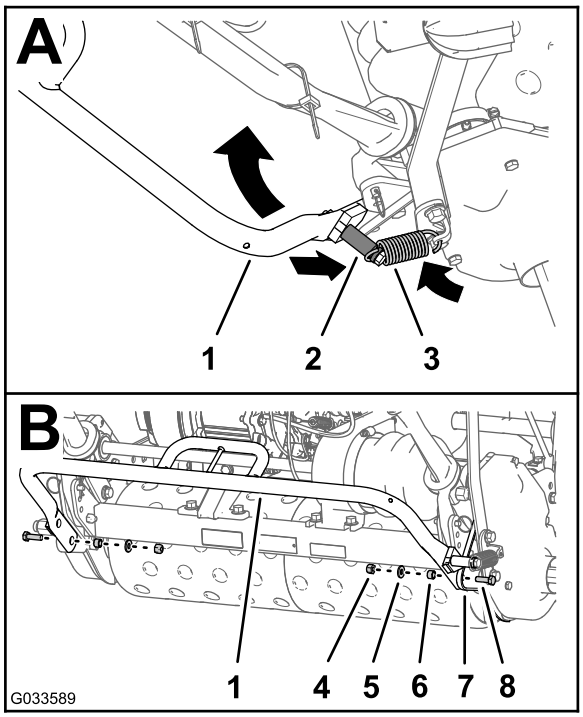

Figuur 8
12. Plaats het vrije uiteinde van de veer op de veerpen van de kickstandaard (A in Figuur 8).
13. Bevestig de kickstandaard op de zijplaten met de borgmoeren, onderlegringen, afstandsstukken, en schroeven (5/16" x 1") die u bewaard heeft in stap 1 (B in Figuur 8).